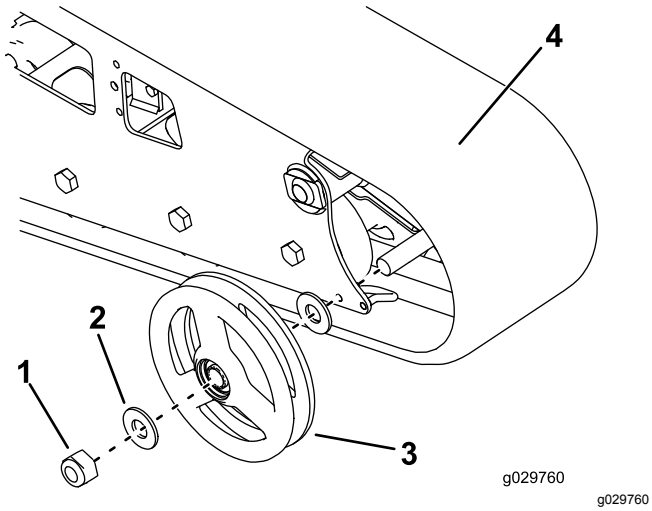

**Rysunek 60**
7. Odkręć nakrętkę mocującą zewnętrzne koło przednie, a następnie zdejmij koło (Rysunek 60).
8. Zdejmij gąsienicę (Rysunek 60).
9. Zdejmij dwie duże podkładki z kół zewnętrznych, jedną po każdej stronie każdego z kół (Rysunek 60).
12. Załóż nową gąsienicę (Rysunek 60).
13. Załóż zewnętrzne koło przednie i zabezpiecz je wcześniej odkręconą nakrętką (Rysunek 60).